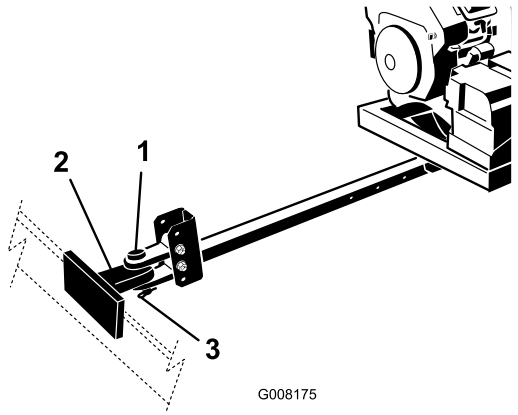

Figur 8
4. Kobl gaffelbolten på blæsemaskinens bugsertræk til bugseringskøretøjets bugsertræk med koblingstappen og gaffelbolten (Figur 8).